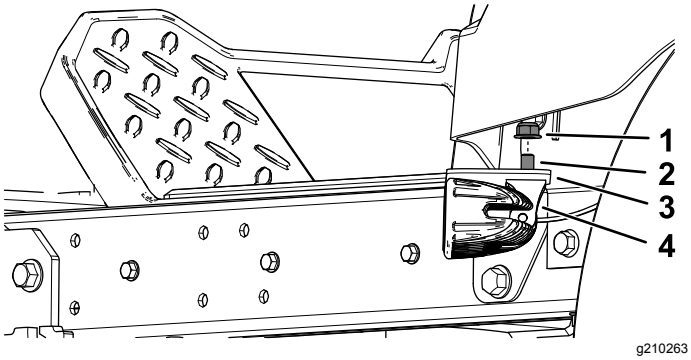

Figuur 6
2. Steek de bout met zeskantige kop (5/16" x ¾") door de ledlamp en de beugel voor het zijlicht, en bevestig met de flensmoer (5/16") zoals afgebeeld in Figuur 6.